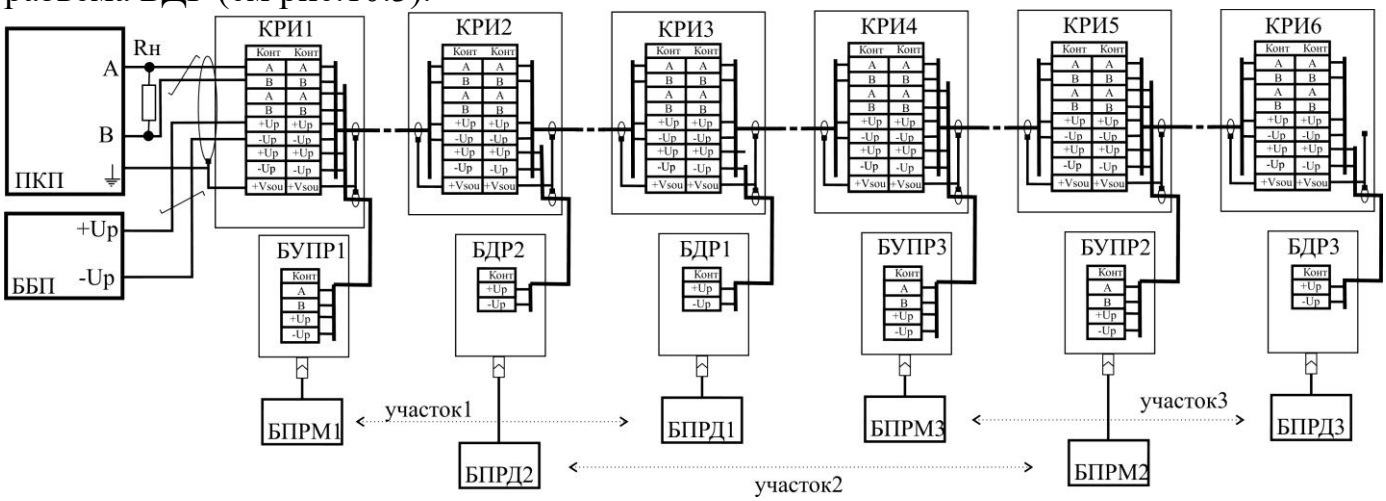

Рис.10.3
10.6.1 Гнездо байонетного разъема кабеля БПРД соединить с вилкой байонетного разъема БДР (см рис.10.3).